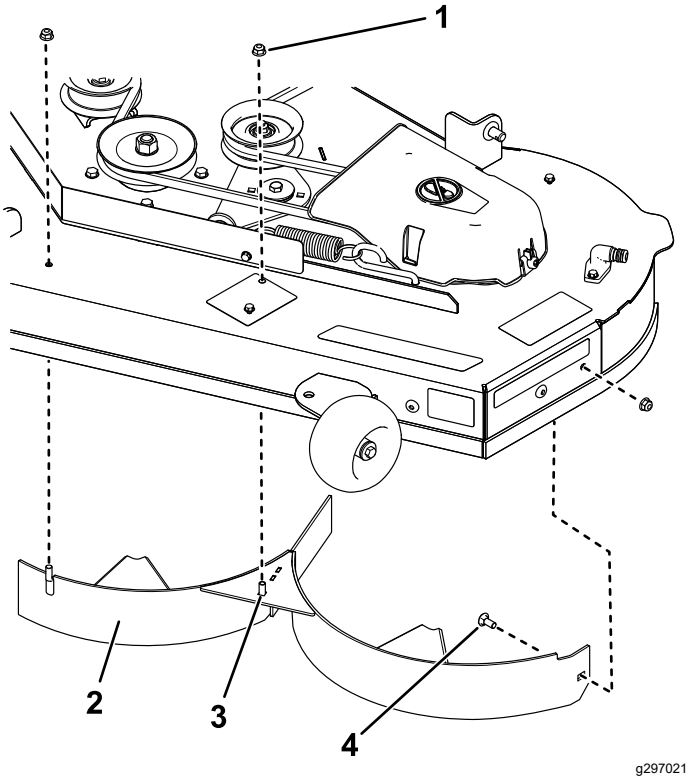

Figure 14
7. Déposez les 2 contre-écrous (5/16") des montants soudés du déflecteur gauche (Figure 14).
1. Contre-écrou – 5/16" (3)
3. Montant soudé (2)
8. Retirez le boulon de carrosserie et le contre-écrou qui fixent le déflecteur gauche au plateau, puis déposez le déflecteur (Figure 14).
9. Localisez les 2 boulons dans les pièces détachées et insérez-les, avec les contre-écrous existants, dans les trous du plateau de coupe (voir Figure 14) pour éviter la projection de débris.